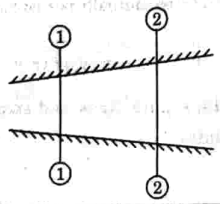

Fig. 2.4.1. Fluid flow through a pipe.
1. Consider two cross-section of a pipe as shown in Fig. 2.4.1.